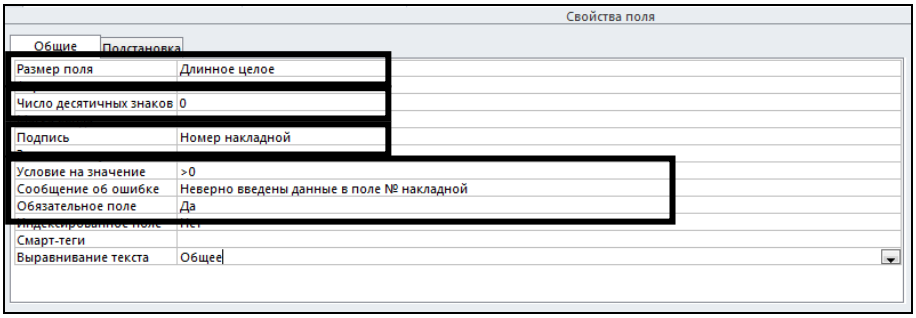

Рис. 2.44. Свойства поля *Номер накладной*
3.1. Свойства поля *№ накладной* (рис. 2.44).